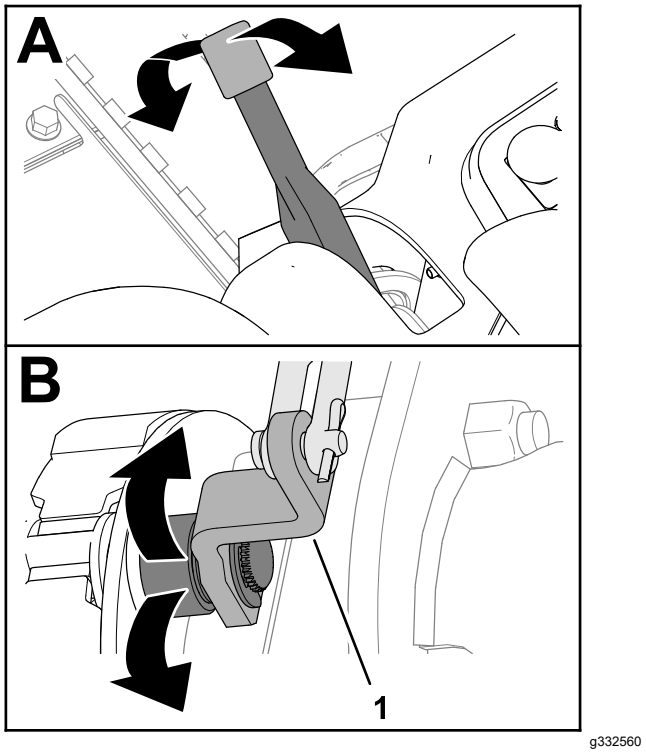

Figur 83
2. Flytta parkeringsbromsspaken uppåt och nedåt för att kontrollera att armen som går till bromskamsarmen rör sig fritt (Figur 83).